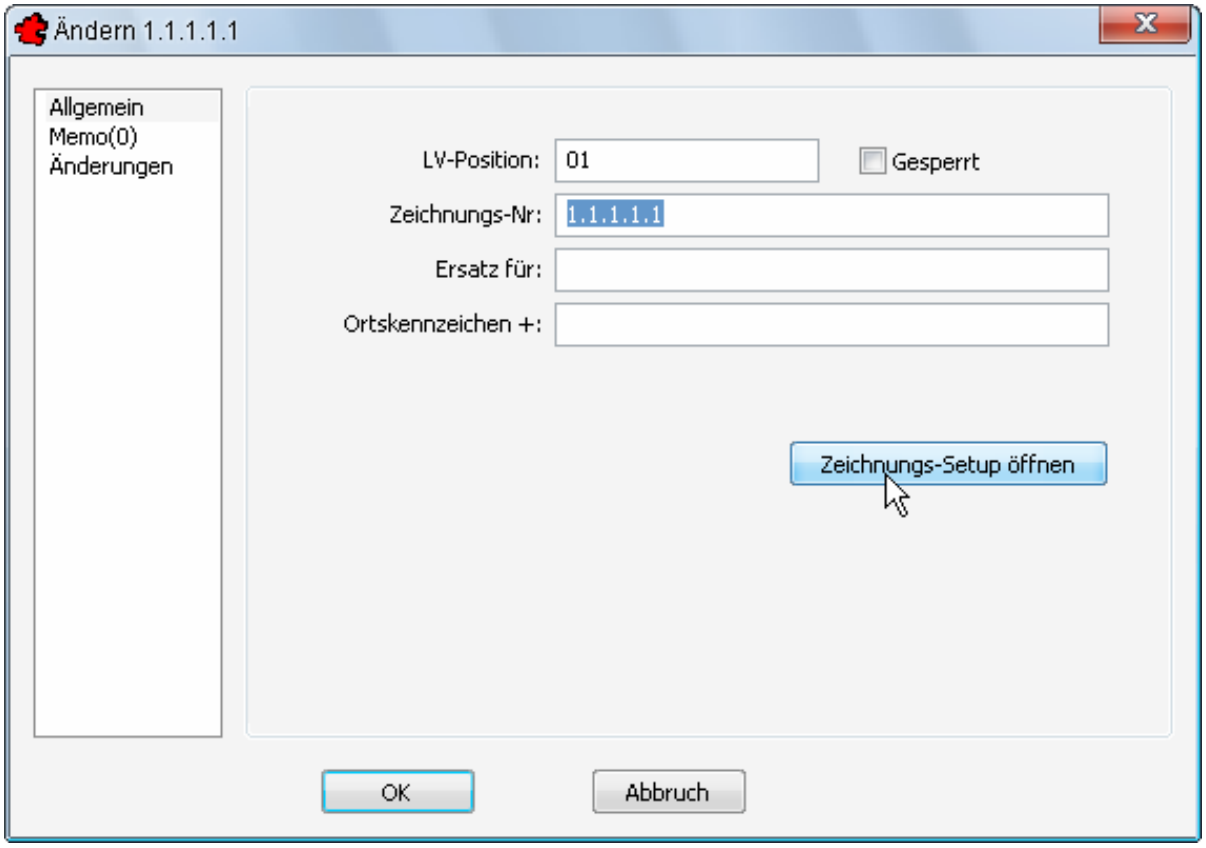

Bild 4.8 – Zeichnungs-Setup von der Zeichnungsverwaltung aus
- Zeichnungs-Setup Einstellungen (Abb. 4.8)